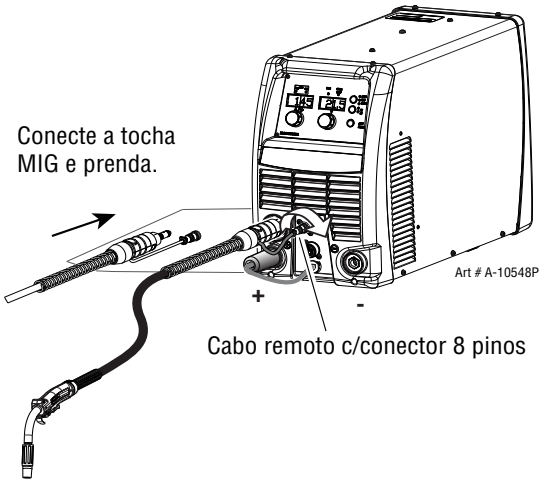

Figura 3-8: Montagem do cabo da tocha no adaptador
4. Se estiver equipado, alinhe a chaveta do conector da chave da tocha MIG ao receptaculo de 8 pinos a direita do adaptador da tocha e conecte-o. Segure, girando o colar no sentido horário. Veja a figura 3-8.